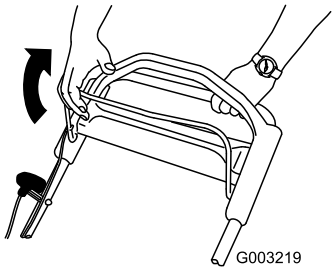

Bild 12
3. Halten Sie den Schaltbügel gegen den Griff gedrückt (Bild 12).